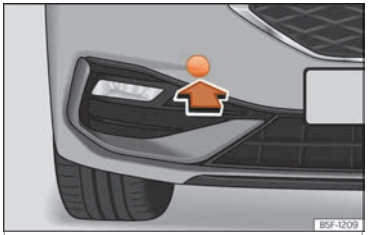

Fig. 51 En el lado derecho del paragolpes delantero: retirar la tapa.
El alojamiento de la argolla de remolque enroscable se encuentra en el lado derecho del paragolpes delantero detrás de una tapa ››› fig. 51.
- Retire la tapa haciendo presión en la zona inferior de la misma y déjela colgando del vehículo ››› fig. 51.